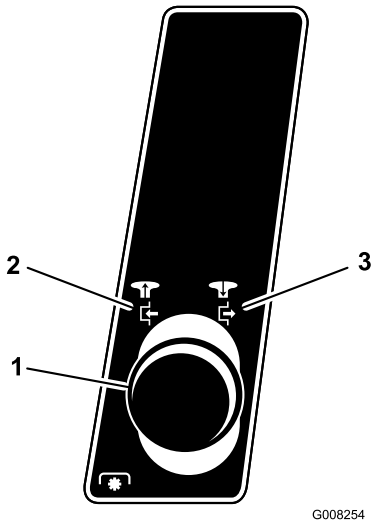

Figur 5
2. För knivreglaget (PTO) till det inkopplade läget (Figur 5).
2. För knivreglaget (PTO) till urkopplat läge (Figur 5).